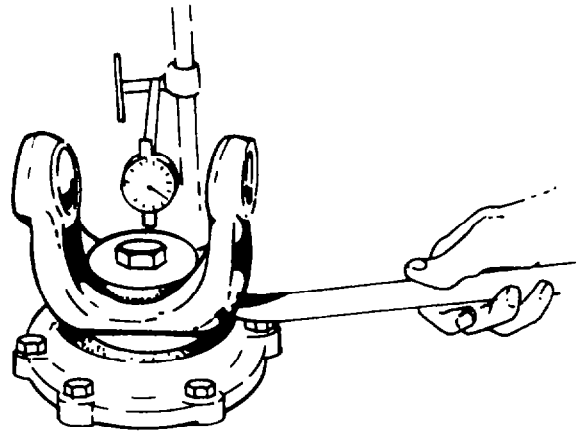

Fig. 256 — Measuring Mainshaft Bearing End-Play
y. Install a dial indicator so that the spindle contacts the mainshaft drive yoke retaining bolt. Check that the mainshaft bearing end-play is within 0.178 – 0.254 mm (0.007 – 0.010 in.) (see fig. 256). If the end-play is not within these limits, add shims to increase or remove shim to decrease end-play. (Shims are located between the rear end-plate and the rear bearing cover.)